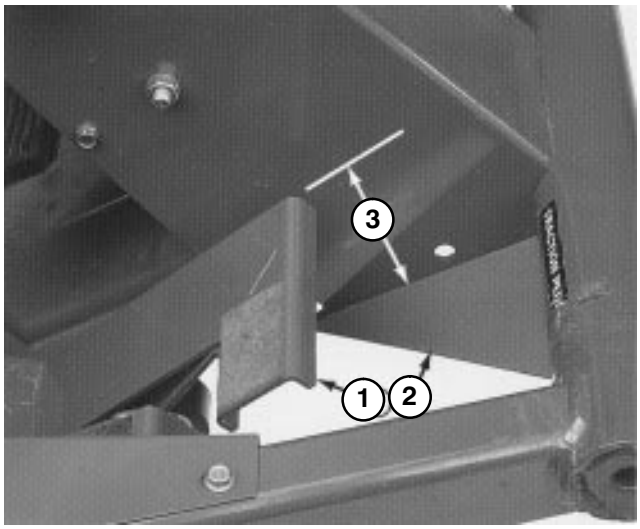
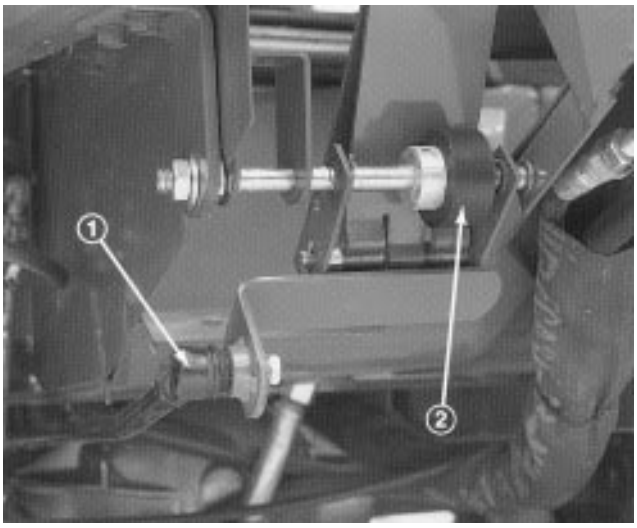

Figure 41
Figure 42
2. Press down on front of traction pedal and check travel. There should be approximately 3.50” clearance between end of pedal and floor plate when pedal in fully depressed (Fig. 41). Adjust pump control rod (Fig. 42) to attain dimension.
1. Loosen two nuts securing traction pedal shaft on right side of pedal (Fig. 42).